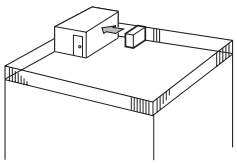

Fig. 2-3
① Positionner la sortie d'air vers le mur le plus proche et à environ 100 cm de celui-ci. (Fig. 2-3)